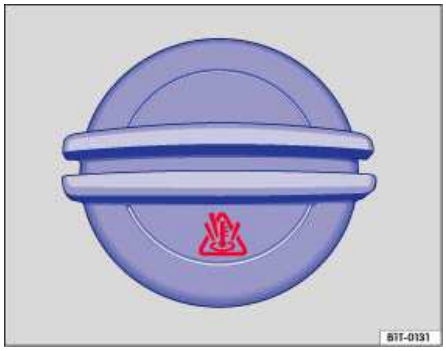

Fig. 145 Coolant expansion tank cap in the engine compartment.
- There is a symbol on the cap of the engine coolant expansion tank ⇒fig. 145.